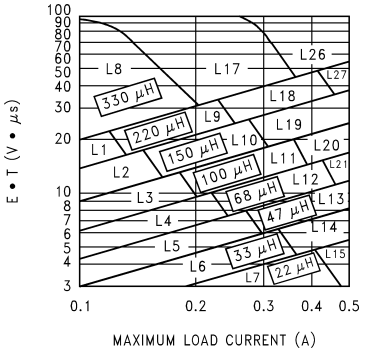

Figure 24. LM2594/LM2594HV-ADJ
2. Output Capacitor Selection (C_{OUT}) **A.** In the majority of applications, low ESR (Equivalent Series Resistance) electrolytic capacitors between 82 µF and 220 µF and low ESR solid tantalum capacitors between 15 µF and 100 µF provide the best results. This capacitor should be located close to the IC using short capacitor leads and short copper traces. Do not use capacitors larger than 220 µF. **For additional information, see OUTPUT CAPACITOR section in Application Information section.** **B.** To simplify the capacitor selection procedure, refer to the quick design component selection table shown in Figure 24. This table contains different input voltages, output voltages, and load currents, and lists various inductors and output capacitors that will provide the best design solutions. **C.** The capacitor voltage rating for electrolytic capacitors should be at least 1.5 times greater than the output voltage, and often much higher voltage ratings are needed to satisfy the low ESR requirements for low output ripple voltage. **D.** For computer aided design software, see *Switchers Made Simple*™ version 4.1 or later.	**2. Output Capacitor Selection (C_{OUT})** **A. See OUTPUT CAPACITOR section in Application Information section.** **B.** From the quick design component selection table shown in Figure 24, locate the 5V output voltage section. In the load current column, choose the load current line that is closest to the current needed in your application, for this example, use the 0.5A line. In the maximum input voltage column, select the line that covers the input voltage needed in your application, in this example, use the 15V line. Continuing on this line are recommended inductors and capacitors that will provide the best overall performance. The capacitor list contains both through hole electrolytic and surface mount tantalum capacitors from four different capacitor manufacturers. It is recommended that both the manufacturers and the manufacturer's series that are listed in the table be used. In this example aluminum electrolytic capacitors from several different manufacturers are available with the range of ESR numbers needed. 120 µF 25V Panasonic HFQ Series 120 µF 25V Nichicon PL Series **C.** For a 5V output, a capacitor voltage rating at least 7.5V or more is needed. But, in this example, even a low ESR, switching grade, 120 µF 10V aluminum electrolytic capacitor would exhibit approximately 400 mΩ of ESR (see the curve in Figure 26 for the ESR vs voltage rating). This amount of ESR would result in relatively high output ripple voltage. To reduce the ripple to 1% of the output voltage, or less, a capacitor with a higher voltage rating (lower ESR) should be selected. A 16V or 25V capacitor will reduce the ripple voltage by approximately half.
2. Inductor Selection (L1) **A.** Calculate the inductor Volt microsecond constant E • T (V • µs) , from the following formula: $$E \bullet T = (V_{IN} - V_{OUT} - V_{SAT}) \bullet \frac{V_{OUT} + V_D}{V_{IN} - V_{SAT} + V_D} \bullet \frac{1000}{150\ \text{kHz}} (V \bullet \mu s) \quad (4)$$ where V_{SAT} = internal switch saturation voltage = 0.9V and V_D = diode forward voltage drop = 0.5V **B.** Use the E • T value from the previous formula and match it with the E • T number on the vertical axis of the Inductor Value Selection Guide shown in Figure 24. **C.** on the horizontal axis, select the maximum load current. **D.** Identify the inductance region intersected by the E • T value and the Maximum Load Current value. Each region is identified by an inductance value and an inductor code (LXX). **E.** Select an appropriate inductor from the four manufacturer's part numbers listed in Table 5.	**2. Inductor Selection (L1)** **A.** Calculate the inductor Volt • microsecond constant (E • T) , $$E \bullet T = (28 - 20 - 0.9) \bullet \frac{20 + 0.5}{28 - 0.9 + 0.5} \bullet \frac{1000}{150} (V \bullet \mu s)$$ $$E \bullet T = (7.1) \bullet \frac{20.5}{27.6} \bullet 6.67\ (V \bullet \mu s) = 35.2\ (V \bullet \mu s) \quad (5)$$ **B.** E • T = 35.2 (V • µs) **C.** I_{LOAD}(max) = 0.5A **D.** From the inductor value selection guide shown in Figure 24, the inductance region intersected by the 35 (V • µs) horizontal line and the 0.5A vertical line is 150 µH, and the inductor code is L19. **E.** From Table 5, locate line L19, and select an inductor part number from the list of manufacturers part numbers.
The output capacitor for many different switcher designs often can be satisfied with only three or four different capacitor values and several different voltage ratings. See the quick design component selection tables in Figure 24 and Table 4 for typical capacitor values, voltage ratings, and manufacturers capacitor types.